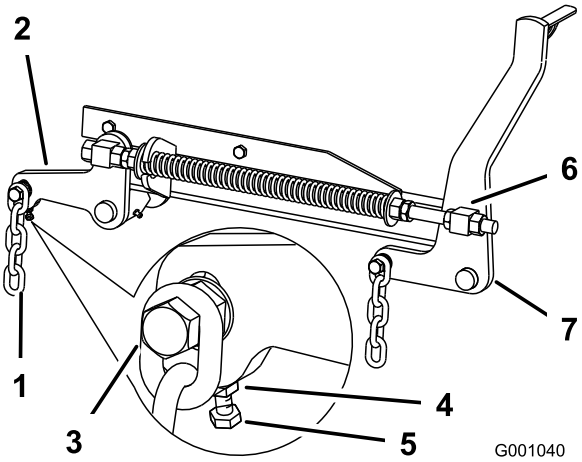

Figur 79
7. Hvis målingerne ved position **B** eller **C** ikke er korrekte, skal du løsne bolten, som fastholder bagkæden til den bageste støttearm (Figur 79).
8. Løsn kontramøtrikken under den bageste støttearm, og juster justeringsbolten for at opnå et mål på 7,9 til 8,3 cm (Figur 79).
7. Løsn de forreste drejeleds kontramøtrikker ved forenden af højre og venstre drejeled, ca. 13 mm (Figur 79).
8. Juster løftemøtrikkerne på maskinens venstre og højre side for at få en måling, der er 6 til 10 mm lavere forrest ved **A** end bagest ved **B** (Figur 79).